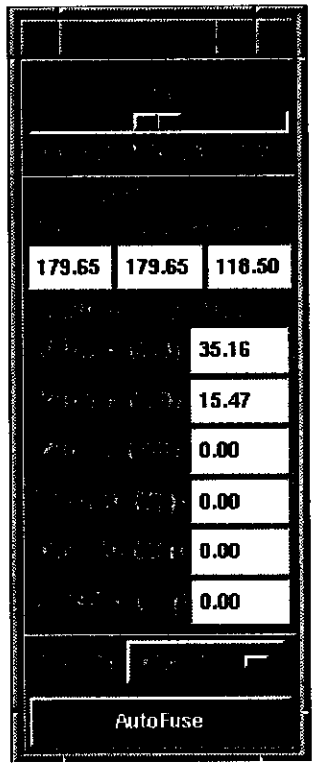

**Figure 27 AccuFusion™ Toolbox Window**
- **MR % For Merged Display** slider in the Toolbox window (*Figure 27 AccuFusion™ Toolbox Window, page 29*) allows you to adjust the percentage contribution of the MR image in the overlaid display.
After you complete delineation, select AUTOFUSE in the Toolbox window (*Figure 27 AccuFusion™ Toolbox Window, page 29*) to 'fuse' the CT and MR images. The software then:
Keyboard adjustments include three translations and three rotations (the Translation & Rotation area in the Toolbox window). (Figure 27 AccuFusion™ Toolbox Window, page 29). You can also specify the location of the axis of rotation (i.e., the pivot point). This point is the Reference Point (X, Y, Z) in the Toolbox window.